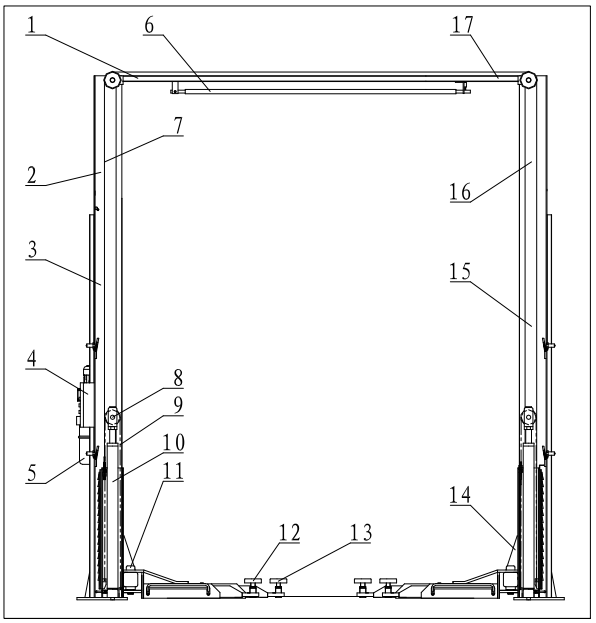

Fig. 2
Fig. 2 illustrates the various parts of the lift.
• Both carriage (Fig. 2-10 and Fig. 2-14) built with welded steel plate. It joints by chain (Fig. 2 -8) and the cable (Fig. 2-7), and at the bottom to the lift arms by means of pins.